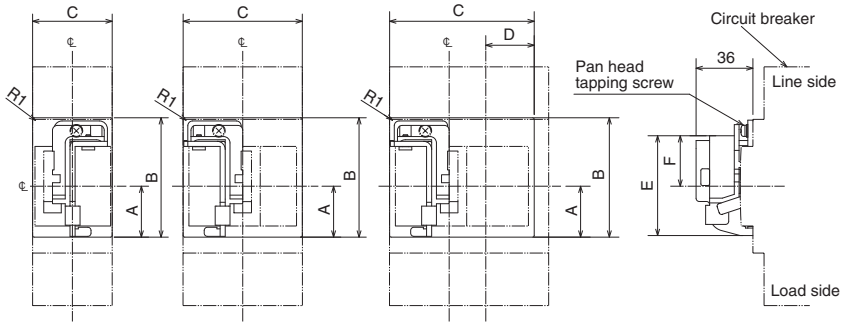

Fig. 5
| HLS-05SV2 (*1) | NF32-SV, NF63-CV, NF63-SVNF63-HV | 2P | – | – | 32 | 75 | 50 | – | 63 | 32 | Fig. 5 | b |
| HLS-05SVU2 (*1) | NF100-CVFU | 2P | – | – | 32 | 75 | 50 | – | | | Fig. 5 | |
| HLS-05SVU (*2) | NF125-SVU/HVU | 2P, 3P | NV125-SVU/HVU | 3P | 32 | 75 | 86 | – | | 32 | Fig. 5 | |
*2 A, B, C and D in Figs. 5 and 6 are drilling sizes in front plate.